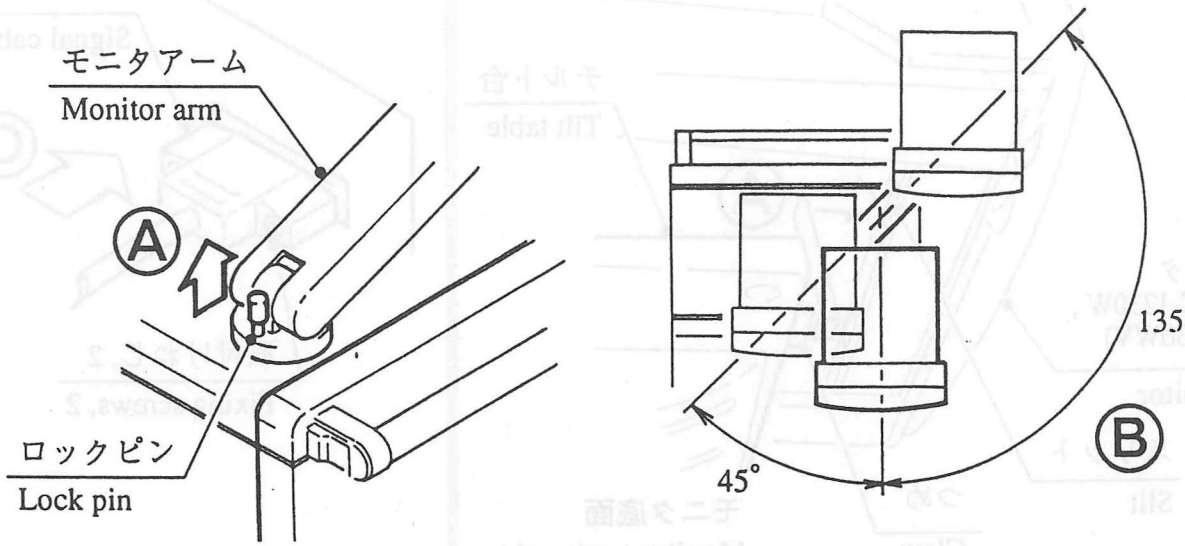

図5 Fig. 5
(3) モニタアームの左右旋回はモニタアームのロックピンを上に引き上げて行う。(図5 Ⓐ)
(4) モニタアームの左右の可動範囲は、左に45° 右に135° の範囲。(図5 Ⓑ)
(3) When turning the monitor arm right and left, pull up the lock pin of the monitor arm first. (Ⓐ in Fig. 5)
(4) The monitor arm swings horizontally over a range from 135° to the right to 45° to the left. (Ⓑ in Fig. 5)